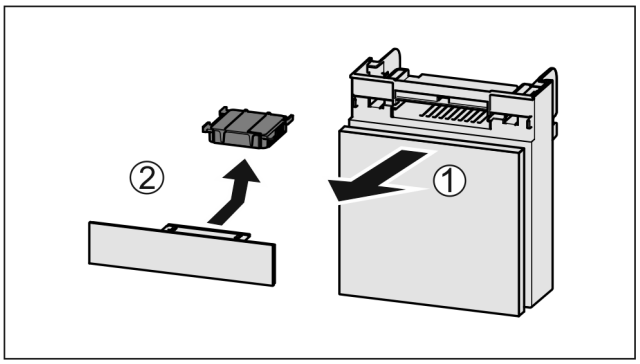

*Fig. 135*
▶ Pull out the compartment *Fig. 135 (1)*.
▶ Remove the carbon filter *Fig. 135 (2)*.